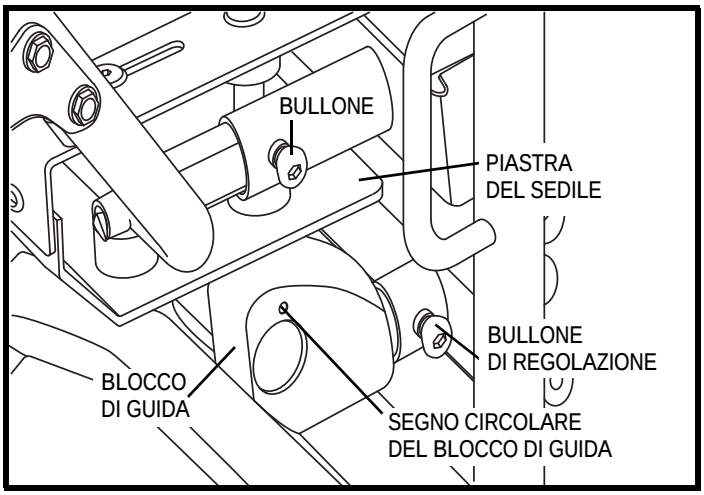

Figura 29. Regolazione della profondità del sedile di Kids ROCK 2 e ROCK 3
2. Con una chiave esagonale da 5/32 pollici allentare le viti sul tubo sinistro e destro. **Vedere la figura 29.**